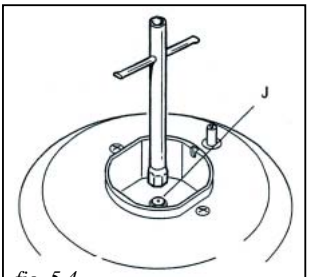

fig. 5.4
• Using a wrench substitute the nozzle injectors “J” (fig: 5.4 - 5.5) with those most suitable for the kind of gas for which it is to be used.